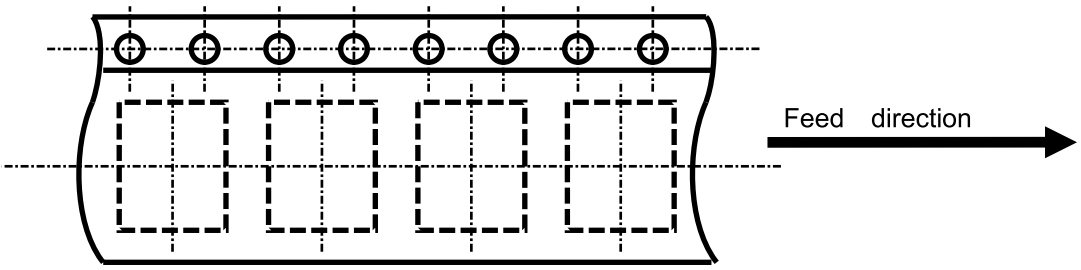

Fig2
6.2. Taping direction ..... Dwg. No.F-362.022 and Fig.2